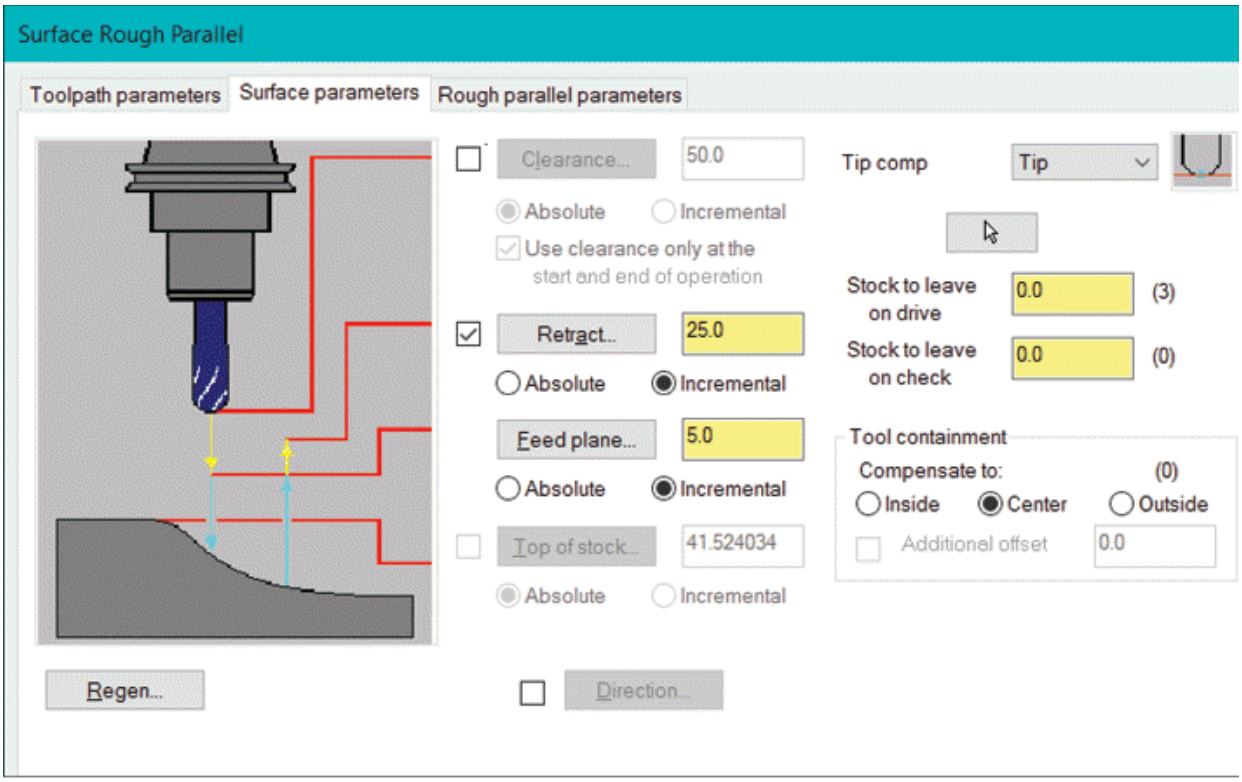

Figure-25. Surface Parameters tab
- Click on the **Surface parameters** tab in the dialog box. The options will be displayed as shown in Figure-25.